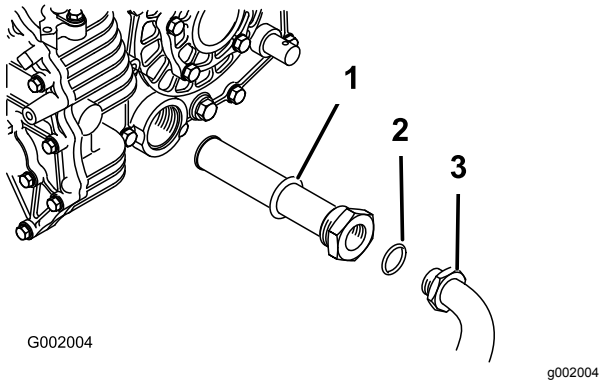

Figur 51
5. Ta bort hydraulslangen och 90-graderskopplingen (Figur 51).